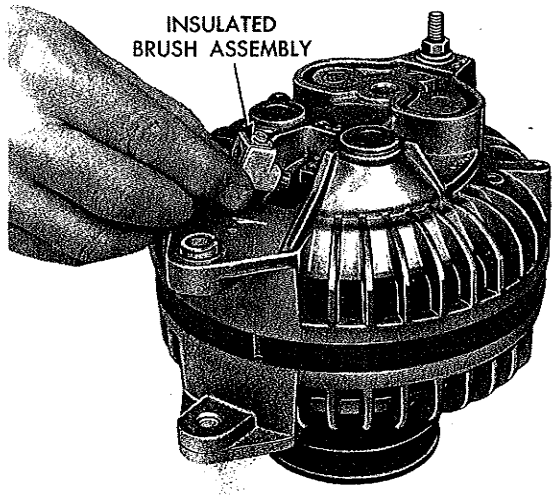

*Fig. 21—Removing or Installing Insulated Brush*
(1) Remove retaining screw lockwasher, insulated washer, and field terminal, and carefully lift plastic holder containing spring and brush assembly from end housing, (Fig. 21).